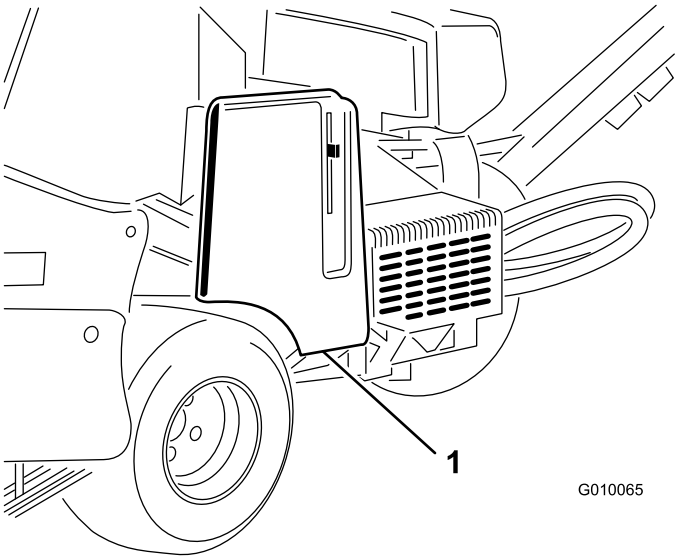

Figuur 55
1. Ontgrendel en verwijder de riemkap (Figuur 55).